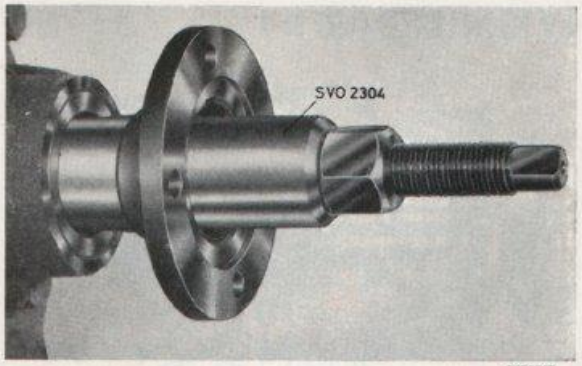

Bild 3-15. Montering av medbringare
4. Pressa på medbringaren med verktyg SVO 2304, bild 3-15. Montera övriga delar.